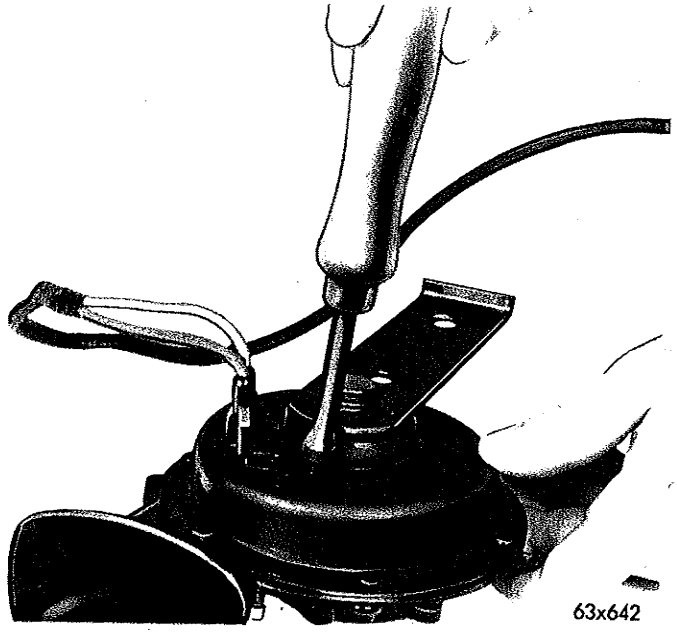

*Fig. 1—Adjusting Horn (Sparton Horn Shown)*
(1) With connecting and drive links assembled as a unit insert links through cowl grille panel opening and position bushing of connecting link on pin of right pivot and install retainer clip. Make certain retainer clip is completely seated on pivot pin.
(2) Install left pivot.
(3) Position motor end of drive link on drive crank pin of motor. Make certain "O" ring, release, spring, retainer and cam are in proper positions for variable speed wiper systems (Fig. 1).
(4) Install cover on mechanism on variable speed wiper systems.
(5) Install cowl grille panel, windshield lower moulding and install and adjust wiper arm and blade assemblies.
(1) Disconnect connections at each horn to determine which horn is not operating.
(2) Remove horn and bracket assembly.
(3) With a suitable tool (Fig. 1), turn tone adjuster counterclockwise until there is no vibration (sound).
(4) Turn tone adjuster clockwise, approximately ¼ turn at a time until tone has a clear mellow sound. Do not turn tone adjuster while horn is sounding. **Adjustment will only clear up sound and cannot change horn tone frequency.**
(5) Connect a test ammeter between positive post of a 12 volt battery and horn terminal post. Connect a jumper lead from negative battery post to horn base. Clean paint from horn bracket where connection is made. Turn adjusting screw to obtain a reading of six amperes minimum to eight amperes maximum for Sparton horns and eight amperes minimum to ten amperes maximum for Prestolite horns at 12.5 volts. **Amperage must not exceed eight amperes maximum for Sparton horns and ten amperes maximum for Prestolite horns.**